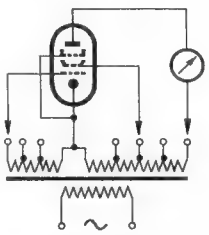

Bild 2. Prinzip der Aussteuerungs- und Emissionsprüfer (Klasse 2)
2. Aussteuerungs- und Emissionsprüfer, bei denen nicht nur die Emissionsfähigkeit, sondern auch die Steuereigenschaften zur Anzeige beitragen. Wie **Bild 2** zeigt, erhalten die Elektroden bei dieser Methode getrennte Wechselspannungen, wobei man zweckmäßig für Gegenphasigkeit der Gitter- und Anodenspannungen sorgt. Da sich die Elektrodenspannungen über einen weiten Bereich ändern lassen, ergibt sich ein Arbeitspunkt, der dem üblicher Verstärkerstufen näher kommt als die reine Emissionsprüfung. Natürlich ist hier die Bedienung schon wesentlich komplizierter; dafür erhält man aber auch ein besseres Bild von den Eigenschaften der geprüften Röhre.